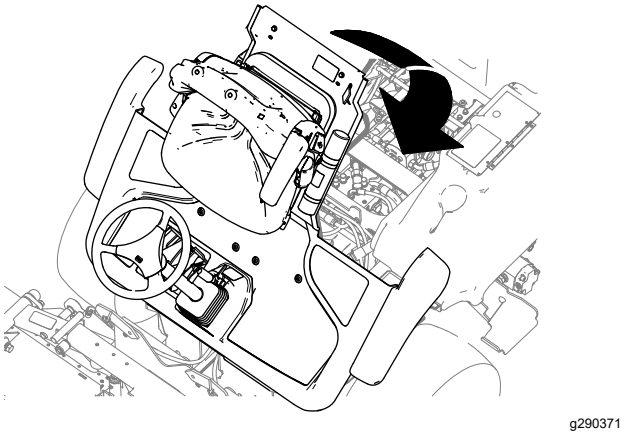

Figuur 44
1. Laat het platform voorzichtig neer (Figuur 44).